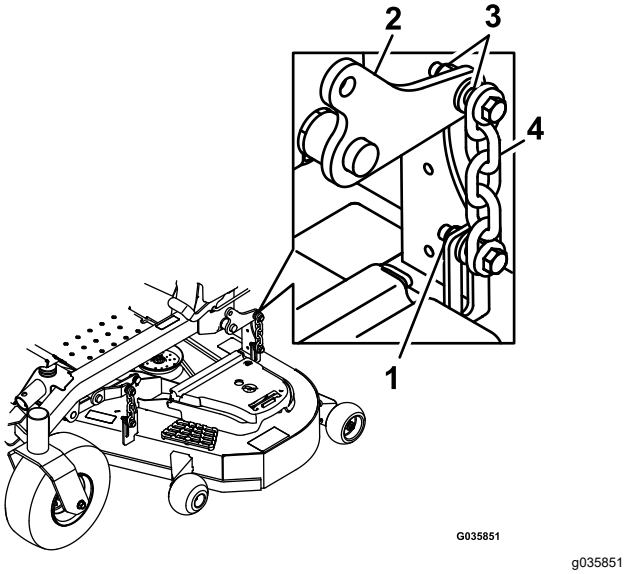

**Figuur 84**
13. Draai de borgmoeren (Figuur 84) in de 4 hoeken los en controleer of het maaidek stevig op alle 4 blokjes rust.